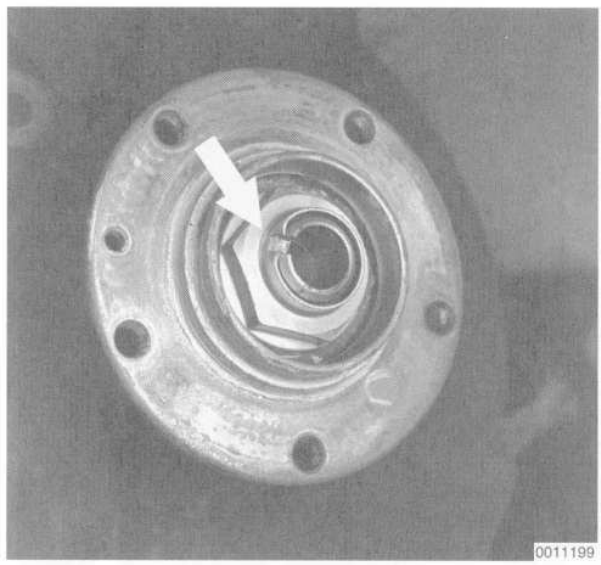

Fig. 10. Staked part of collar nut bent back (**arrow**).
3. Bend back the staked part of the wheel hub collar nut. See Fig. 10.
15. Tighten the collar nut and then stake the nut to the axle. See Fig. 10 given earlier.